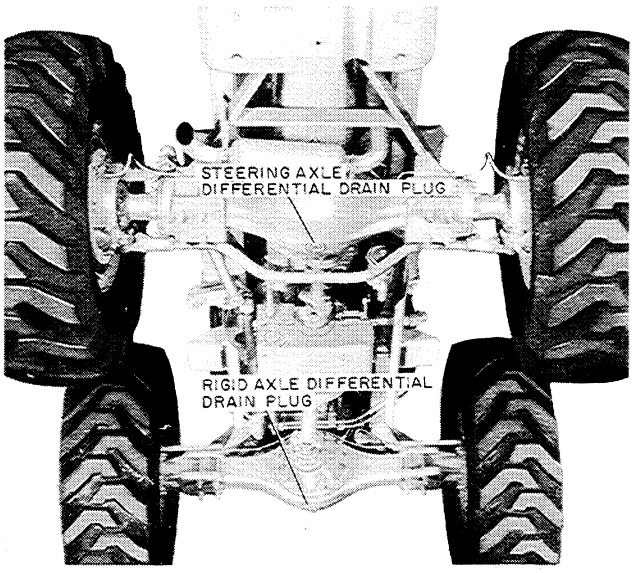

Figure T-24
1. Remove the drain plug from the bottom of the axle housing, Figure T-24 and drain the differential lubricant.